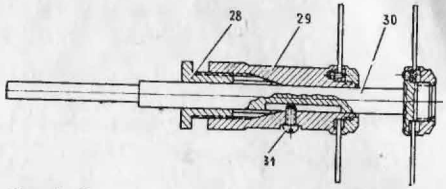

Рис. 6. Оправка с двумя параллельными дисковыми пилами:
4.14. Оправка с двумя параллельными дисковыми пилами (рис. 6) служит для выпиливания трансплантатов. Одна дисковая пила крепится на валике *30*, а другая — на корпусе *29*.